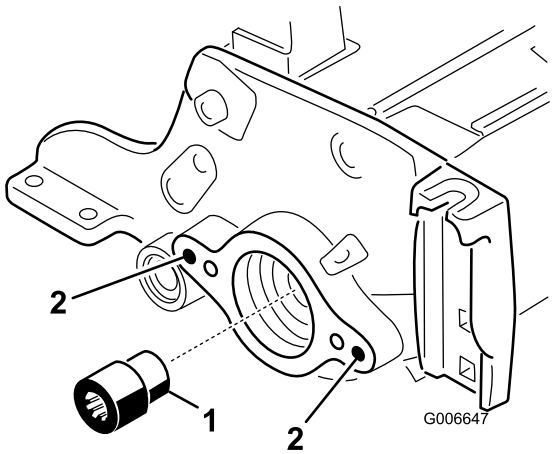

図 22
19. リール駆動シャフトツールを使って、リールシャフトのリールモータ側の端部からスプライン付きインサートを取り外す図 22。リール駆動シャフト・ツール, P/N TOR4074 を使用する。スプライン付きインサートが入っていたところのネジ部についているグリスをきれいにふき取ること。
20. リールシャフトに新しい長いスプライン付きインサートを取り付ける図 22。インサートを取り付ける前に、ネジ山部分にロクタイト青を塗りつける。85-95 ft-lb 115-129 N·m = 15.9-17.8 kg.m にトルク締めする。